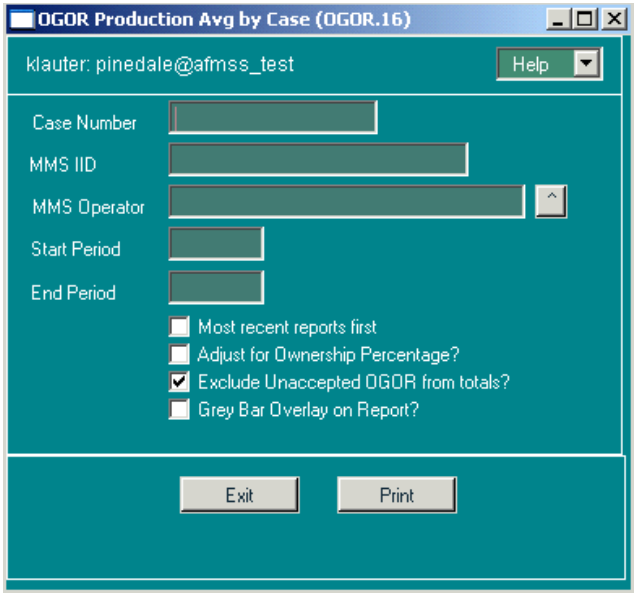

Figure 7-17: OGOR Production Avg by Case (OGOR.16) Window
1. From the *Non-Indian AFMSS Main Menu* select **OGOR** then **OGOR Reports** to display the reports submenu. From the submenu select **Production Avg by Case (OGOR.16)** to launch the window (Figure 7-17).